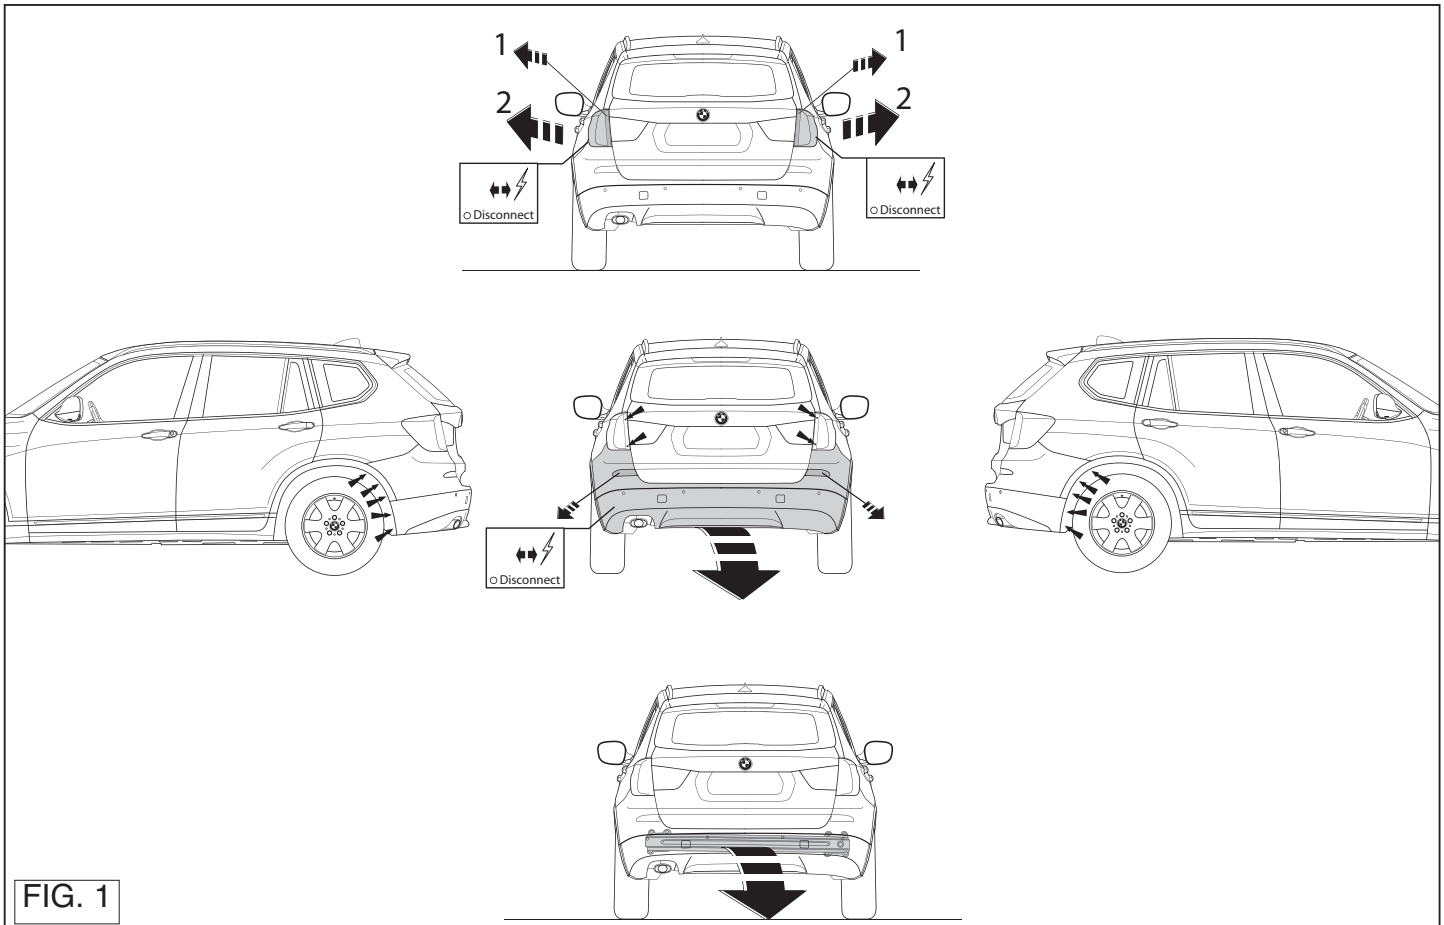

FIG. 1
1. Irrota puskuri. Patrz rysunek 1.
1. Снять бампер. См. рисунок 1.